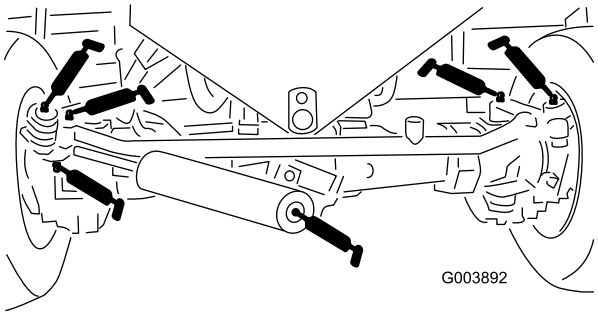

**Figuur 45**
- 2 smeernippels op de trekstang van de achteras (Figuur 45)
- 2 smeernippels op de kogelverbindingen van de stuurcilinder (Figuur 45)
- 2 smeernippels op de draaipunten van de asbesturing (Figuur 45)
- 2 smeernippels op het draaipunt van de achteras (Figuur 45)